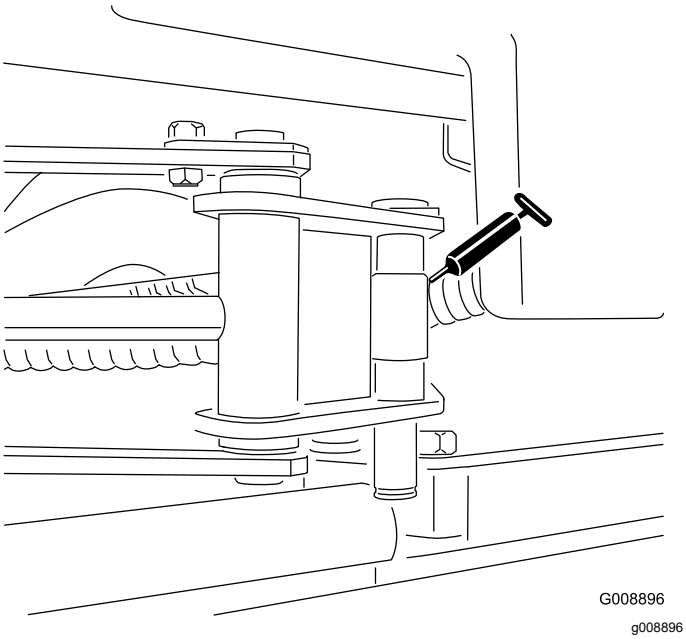

Figura 35
- 2 estremità dei cilindri del Sidewinder (Figura 35)